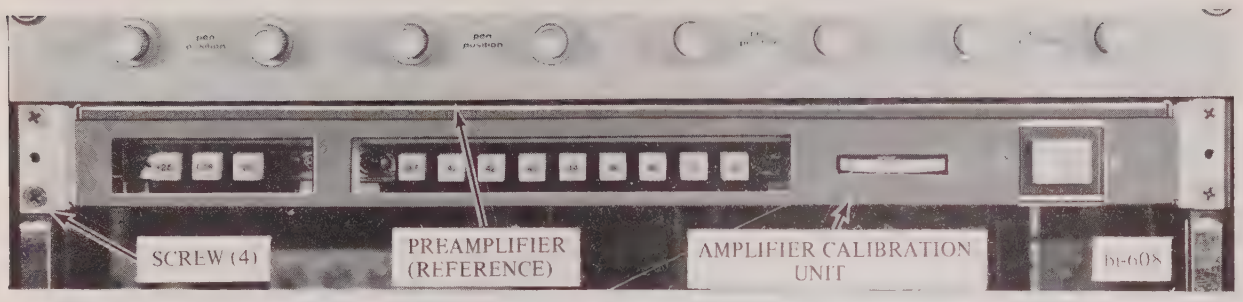

FIGURE 2-12 INSTALLATION OF AMPLIFIER CALIBRATION AND SYSTEM POWER ASSY
1. Slide calibration unit into front of cabinet and install four screws (Fig. 2-12).